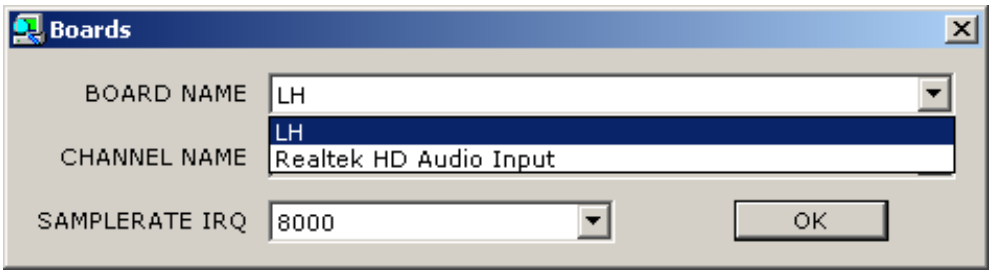

Figure 12.13-5 Changing the board name
2. Select the name of the board from the dropdown list «BOARD NAME» (Figure 12.13-5).